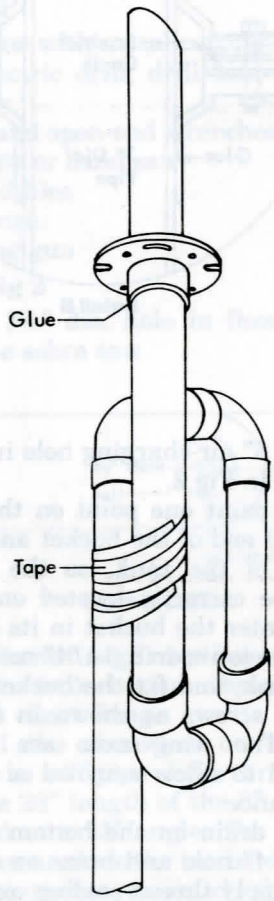

Fig 3. Folded trap.
19. Adjust the trap so it is folded back on itself or arrange the pipes to suit any special arrangement you may need. Fig 3. If the trap is not folded back on itself and taped, it must be securely supported because the weight of water can crack or break the pipe. Mark all joints to ease reassembly.